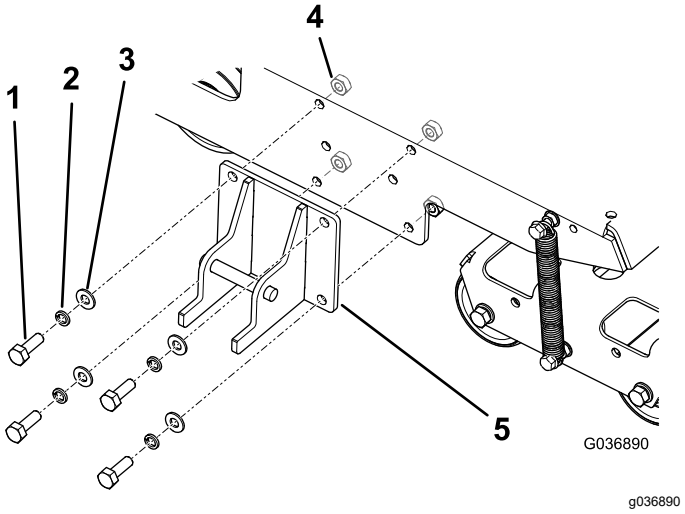

Figur 4
1. Monter låsebeslaget på maskinstellet som vist i Figur 4.